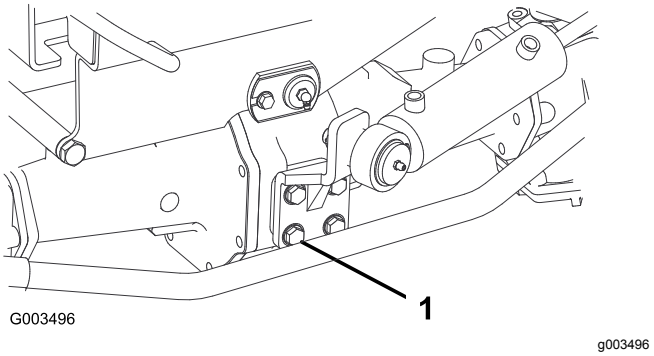

Figuur 66
2. Trek de 4 bouten van de stuurcilinderbevestiging (Figuur 66) aan tot 65-81 N·m.